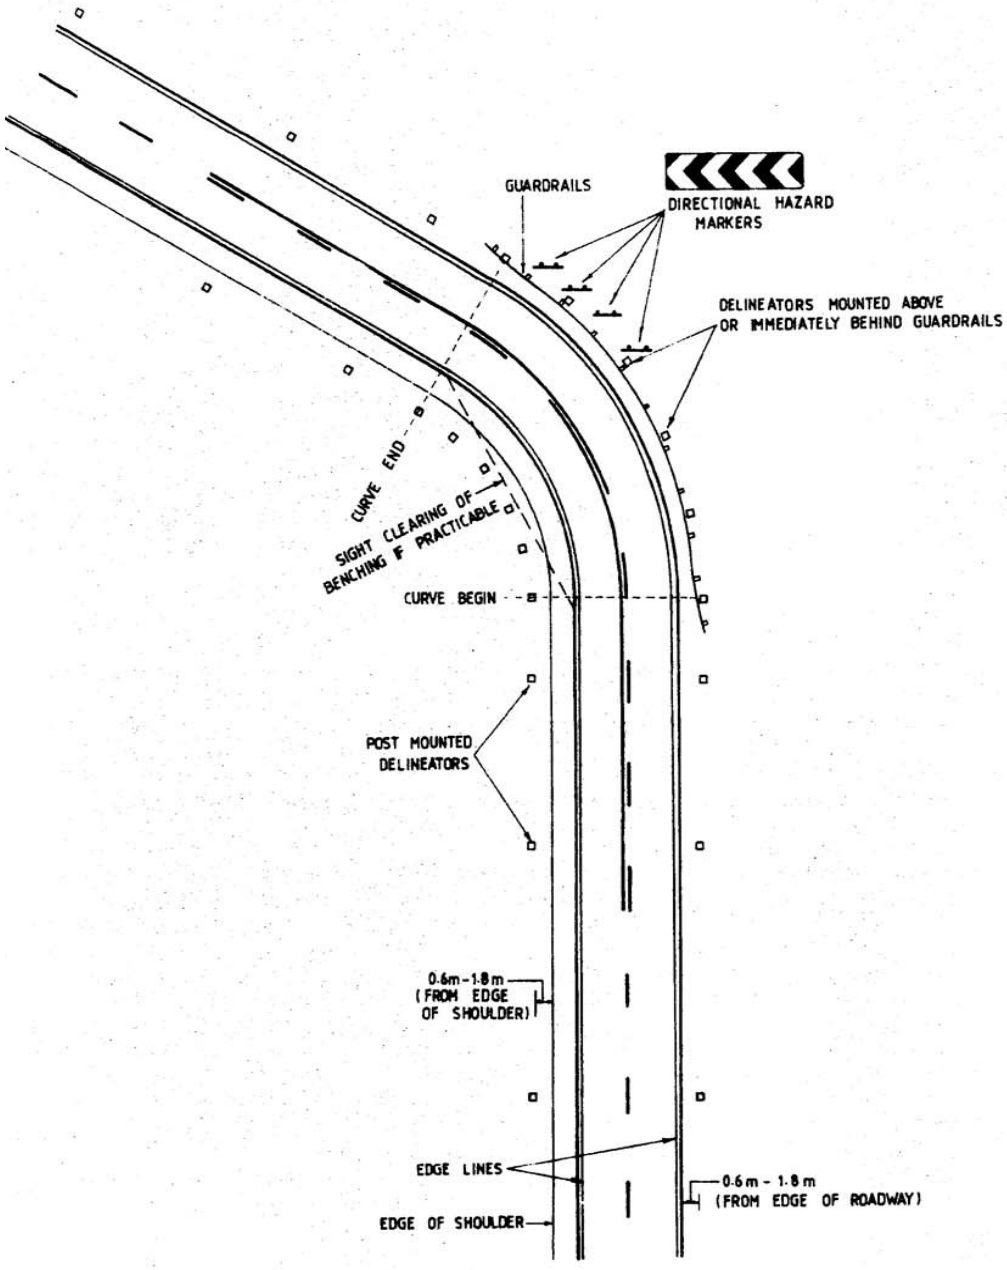

FIG 3: TYPICAL DELINEATOR INSTALLATION
c. Providing a distance from the edge of pavements or paved shoulders between 0.6m to 1.8m depending on the site condition (refer Figure 3).